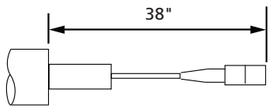

Figure 10
4. Recommended minimum subunit length is 38" **(Figure 10)**.